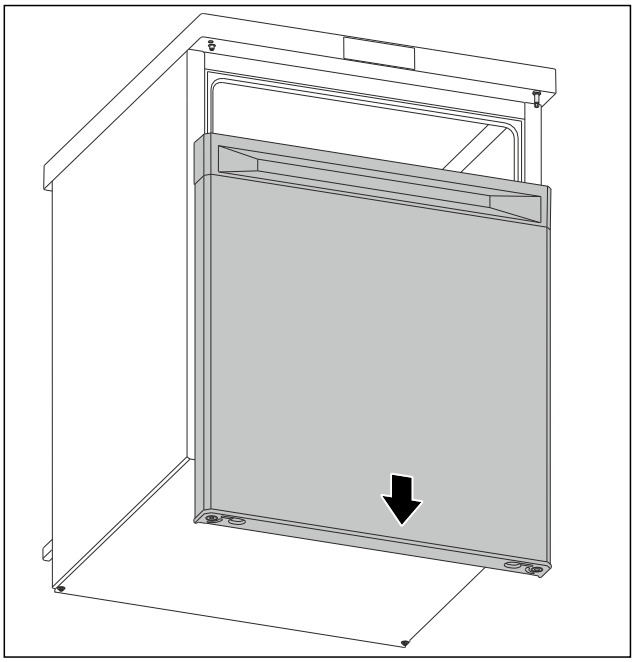

Fig. 8
▶ Снимите дверь движением вниз. (см. Fig. 8)